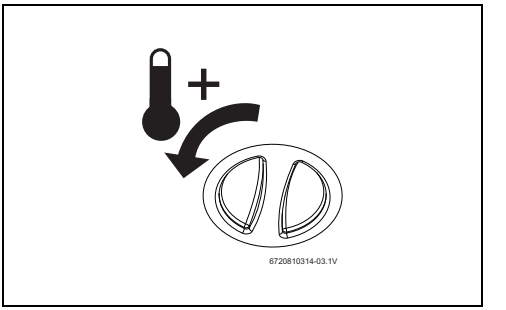

Рис. 13 Повышение температуры
- Установите ограничитель температуры на максимальное значение. Для этого поверните регулятор температуры влево до упора (→ рис. 13).